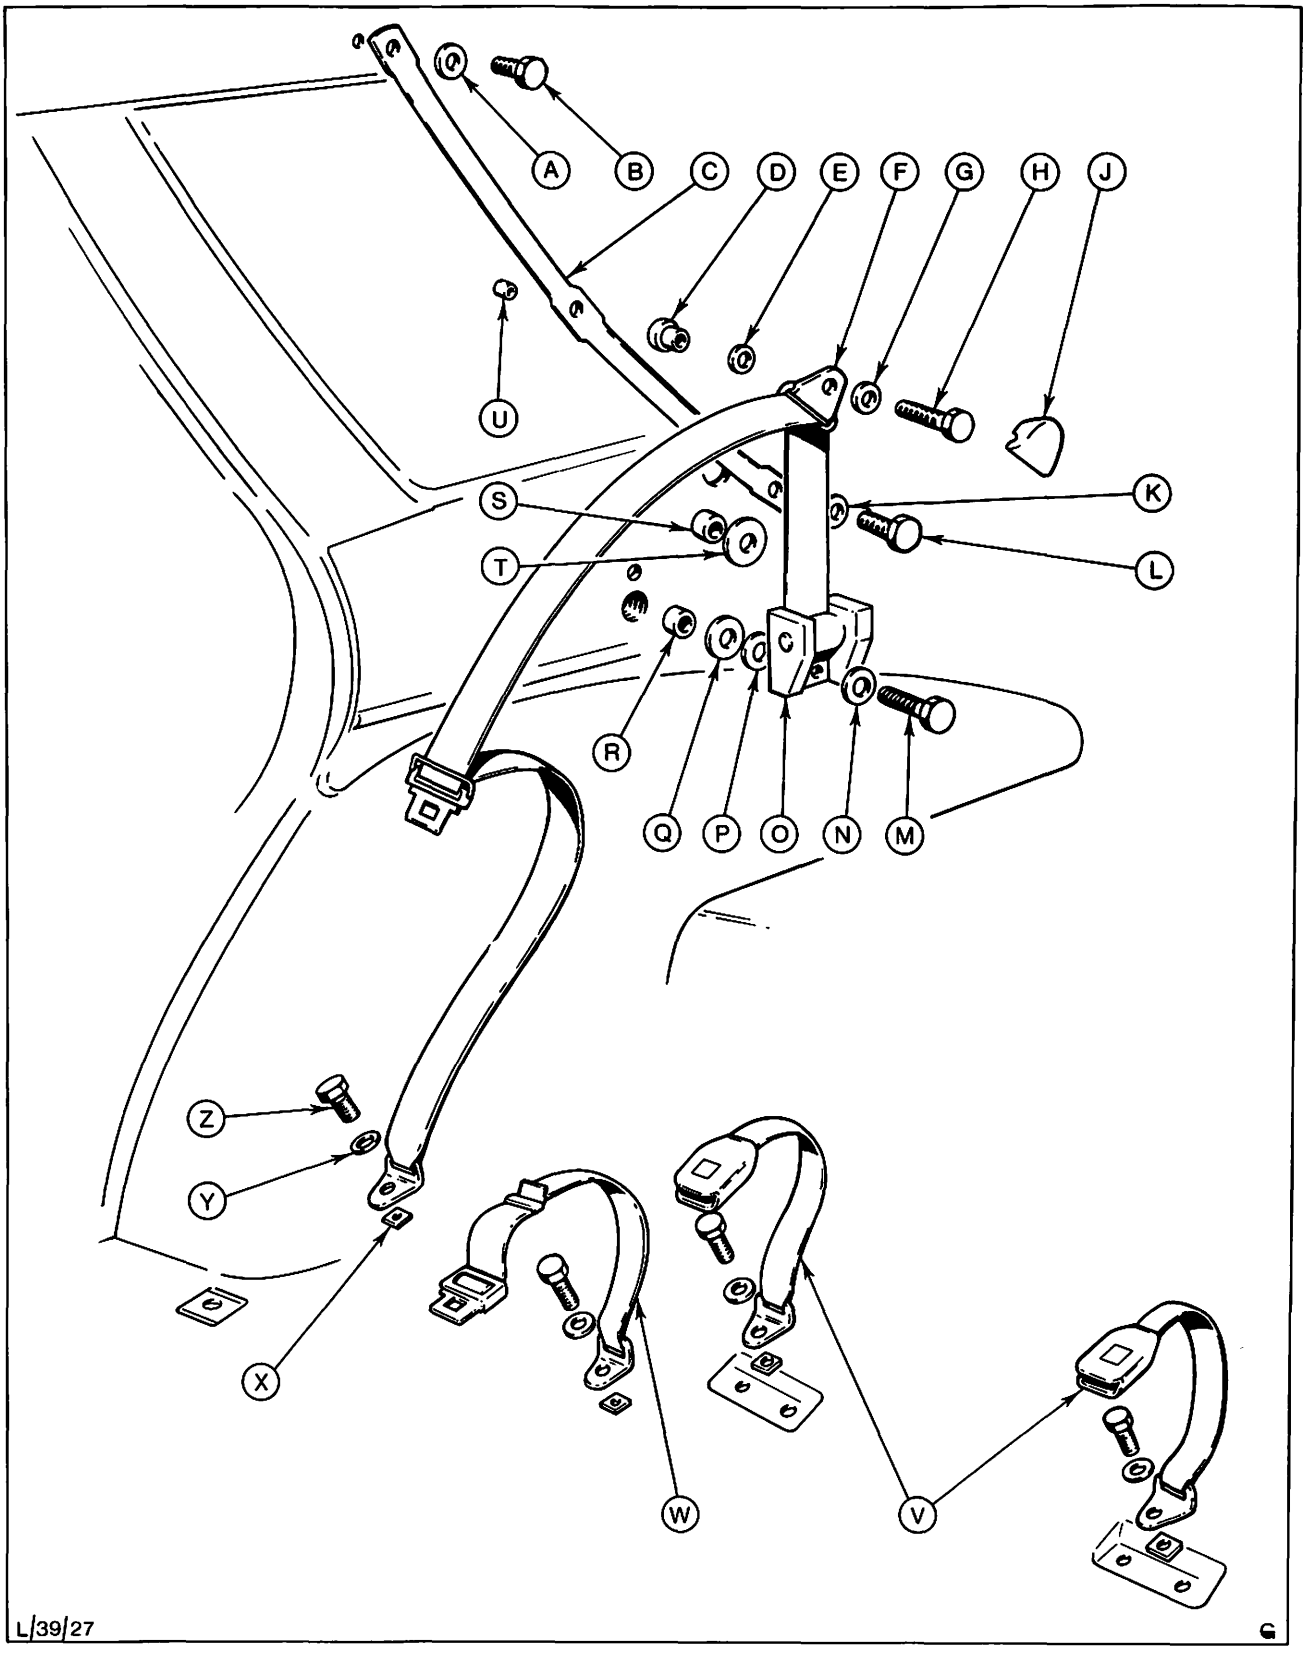

Abb. 30 Sicherheitsgurte hinten (Turnier)
2. Befestigungsschraube „Z", Abb. 30, Dichtstück und Sicherheitsgurtverankerung am Bodenblech entfernen.
3. Abdeckung, Befestigungsschraube „H", Abb. 30, Beilagscheibe, Gurtverankerung, Scheibe, Distanzstück und Kappe von der Stange entfernen.
4. Befestigungsschraube „M", Abb. 30, Aufrollautomatik, zwei Beilagscheiben und Distanzring, Abb. 30 entfernen und Sicherheitsgurt komplett ausbauen.
5. Befestigungsschraube, Dichtstück, Beilagscheibe und kurzes Gurtstück mit Schloß, „V", Abb. 30, vom Bodenblech entfernen.
6. Dichtstück, kurzes Gurtstück „V", Abb. 30 mit Schloß und Beilagscheibe anbringen, mit Befestigungsschraube auf 30–35 Nm (3,0–3,5 kpm) festziehen.
7. Aufrollautomatik, Distanzstück und zwei Beilagscheiben anbringen, mit Befestigungsschrauben „M", Abb. 30, auf 30–35 Nm (3,0–3,5 kpm) festziehen.
8. Gurtverankerung, Wellscheibe und Distanzstück an der Gurtlagerstange anbringen, mit Schraube „H", Abb. 30, auf 30–35 Nm (3,0–3,5 kpm) festziehen. Kappe und Abdeckung anbringen.
9. Dichtstück und Gurtverankerung am Bodenblech anbringen, mit Schraube „Z", Abb. 30, und Beilagscheibe mit 30–35 Nm (3,0–3,5 kpm) festziehen.